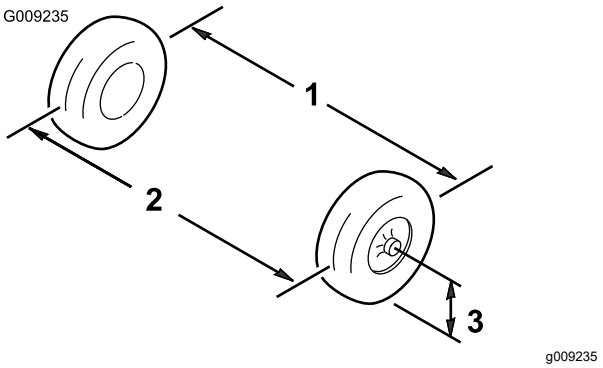

Figuur 47
3. Meet ter hoogte van de as de afstand tussen de voorwielen aan de voorkant en de achterkant van de wielen (Figuur 47).